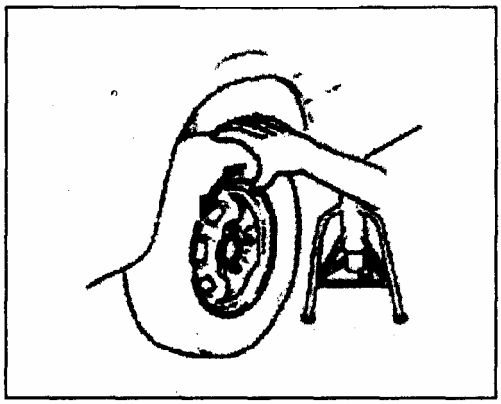

Рис. 502
4) При вращении колеса, проверьте шум подшипника и плавное вращение колеса (Рис. 502). Если обнаружены дефекты, замените подшипник колеса.